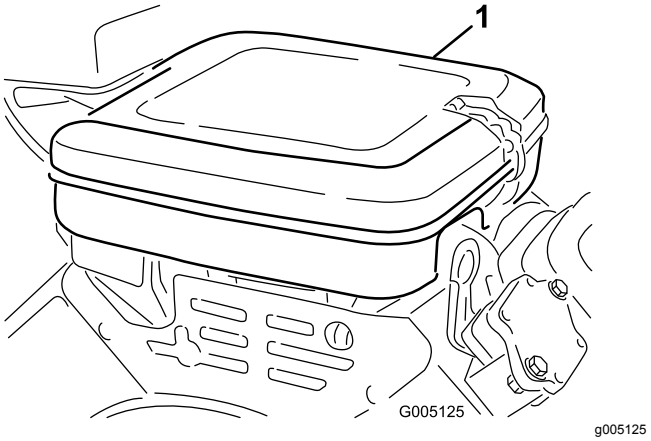

**Figur 31**
1. Rengör luftrenarkåpan (Figur 31).